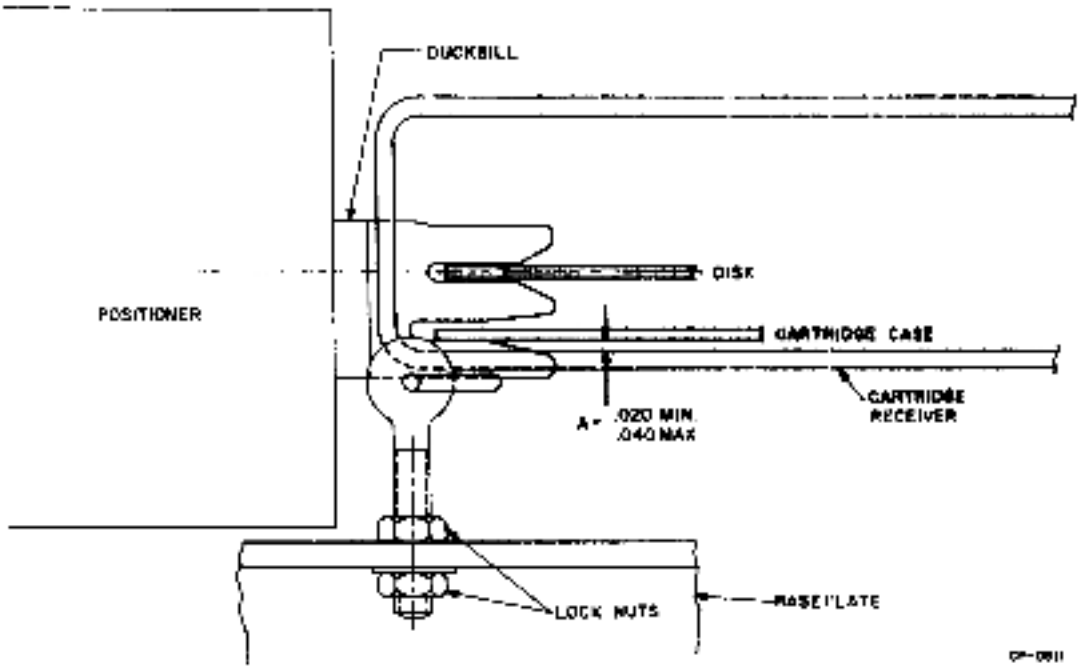
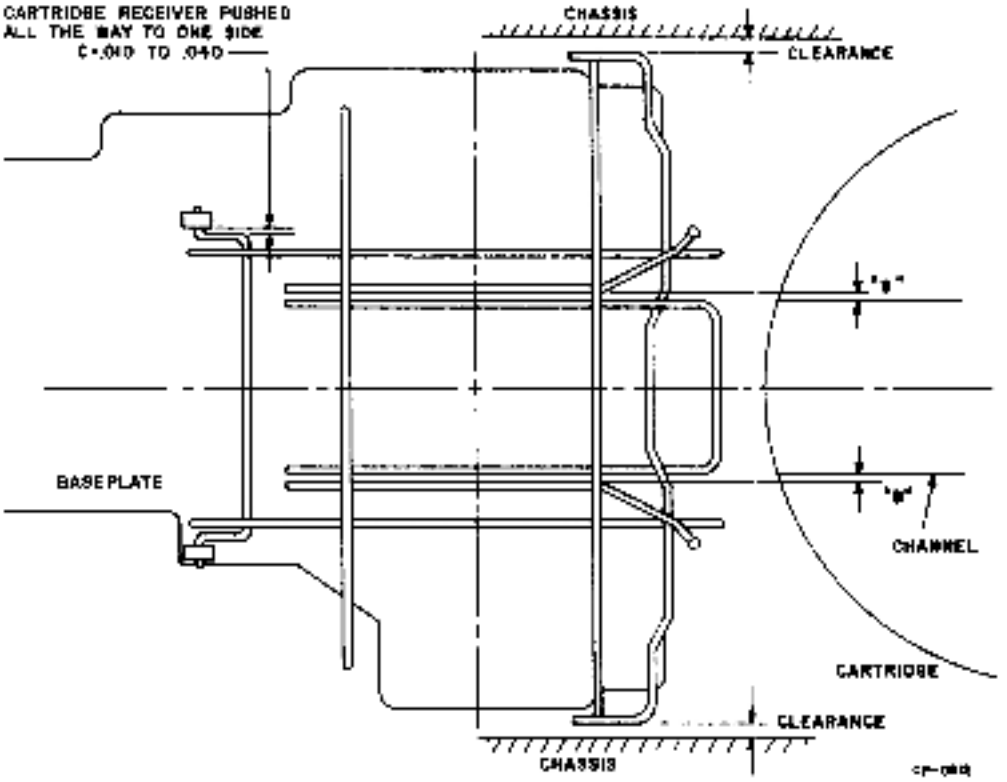

Figure 6-14 Cartridge to Receiver Clearance
Figure 6-15 Cartridge Receiver Clearances
3. Check for a .020 to .040 in. clearance (A) between the plastic cartridge case and the receiver rails (Figure 6-14). Make this measurement towards the rear of the receiver at a point where the plastic cartridge case passes over the intersecting receiver rails.
4. If the (A) clearance is incorrect, loosen the pivot post lock nuts and adjust the height of both posts to obtain the proper clearance. Hold the pivot post at (x) with an adjustable wrench while loosening and tightening the lock nuts (y).
5. Lightly tighten the pivot post lock nuts and check the following (Figure 6-15):
a. Remove the cartridge and ensure that the clearances (B) between the upper receiver rails and the cartridge channel are equal, and that the receiver rails are as parallel as possible to the channel.
b. Push the receiver all the way to one side and ensure that there is a slight clearance (C) of .010 to .040 in. between the pivot post and the receiver hinge rail. When making this check, do not push the receiver so hard that the pivot posts twist.
6. Tighten the pivot post lock nuts and recheck all clearances. There must be a clearance at points A, B, and C; however, it is especially critical that clearances A and C do not exceed the limits indicated in Figures 6-14 and 6-15.